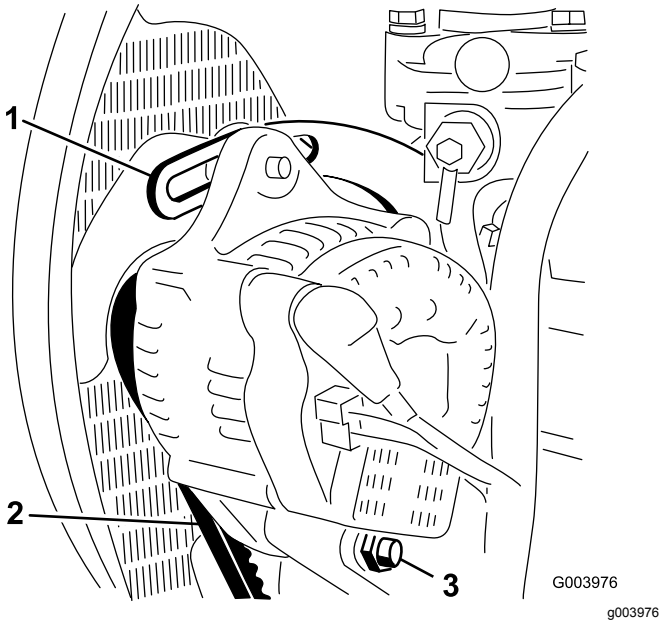

**Figur 68**
2. Kontrollera generatorremmens spänning genom att trycka ner remmen (Figur 68) mittemellan generatorn och vevaxelskivorna med en kraft på 10 kg.
3. Lossa den bult som håller fast staget på motorn (Figur 68), den bult som håller fast generatorn på staget samt axelbulten.